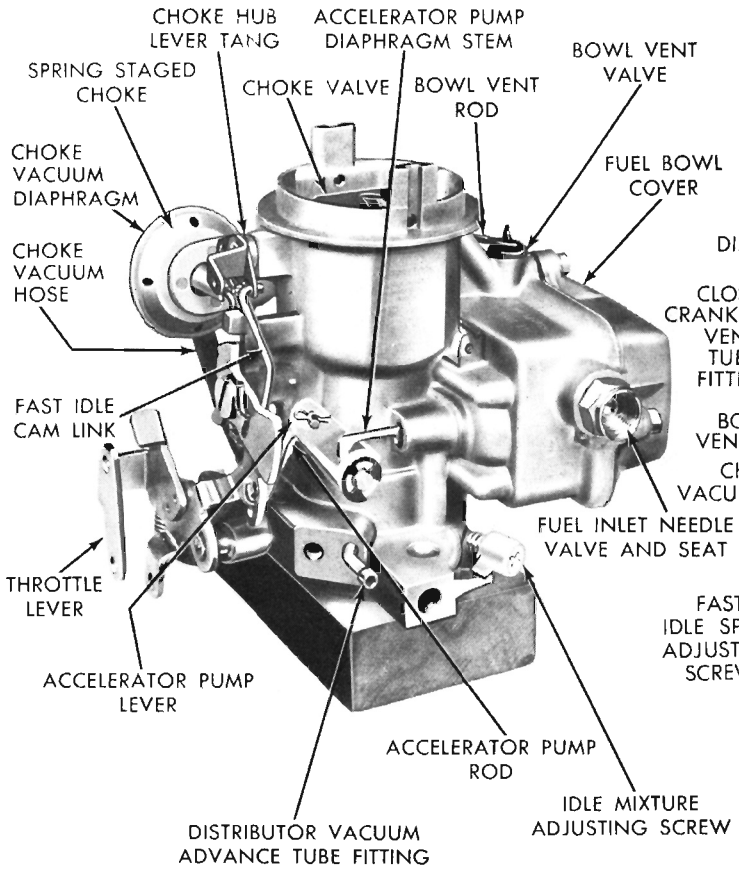

Fig. 1—Carburetor Assembly (R-4165A) Taxi Application
The Holley carburetor model R-4165A used on the 225 cu. in. engine, when the vehicles are equipped with an automatic or manual transmission (Fig. 1). (Taxi Application.) Holley carburetor models R-4161A and R-4163A are used on the 225 cu. in. engine, when the vehicle is equipped with a manual transmission. Models R-4162A and R-4164A are used on the 225 cu. in. engine, when the vehicles are equipped with an automatic transmission.
DISASSEMBLING CARBURETOR (Figs. 1 or 2)
(1) Place carburetor assembly on repair stand, Tool C-3866, and remove dashpot (if so equipped).
(2) Remove vacuum hose between carburetor throttle body fitting and vacuum diaphragm.
(3) Remove choke vacuum diaphragm link and bracket assembly. Disengage link from slot in choke lever; place to one side to be cleaned as a special item (Figs. 1 or 2).